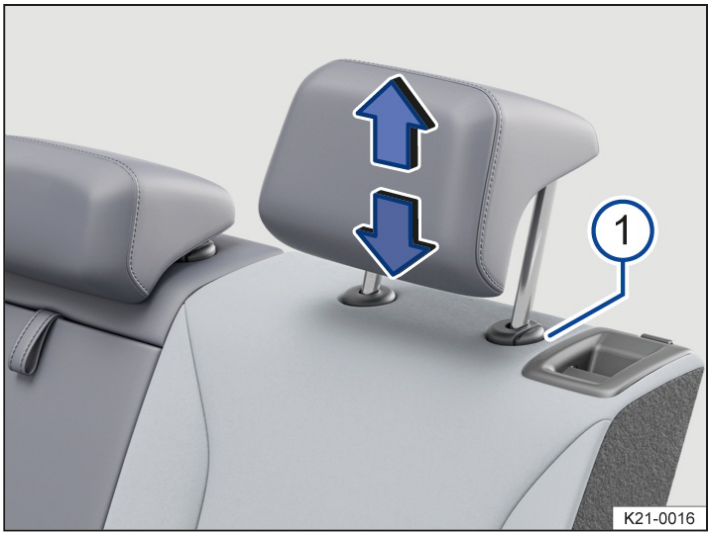

Fig. 2 Adjusting a rear head restraint (illustration).
1. While pressing the button → *Fig. 2* (1) if necessary, push the head restraint up or down in the direction of the arrows.